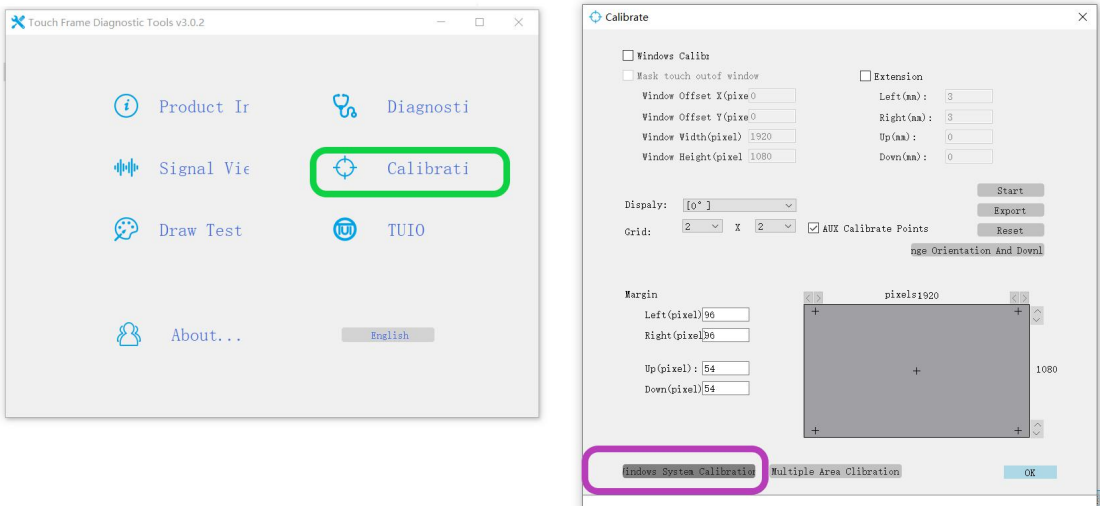

Figure 20 The Calibration button and the Windows System Calibration button
a) Click **Calibration** in the main window (as shown in green in Figure 20). Then the Calibrate window will pop out. Click on the Windows System Calibration button (as highlighted with purple in Figure 20)